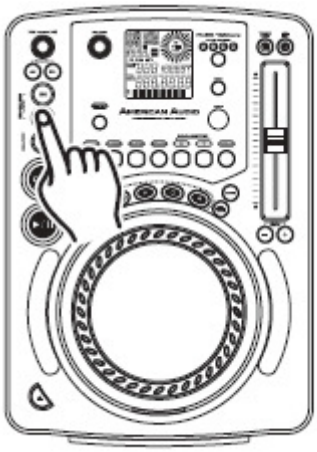

Rysunek20
3) Wciśnij przycisk *OUT (23)* aby ustawić końcowy punkt SEAMLESS LOOP (Rysunek 20). Diody LED przycisku *IN (24)* i przycisku *OUT (23)* zaczną gwałtownie migać, wskazując, że tryb SEAMLESS LOOP został włączony.